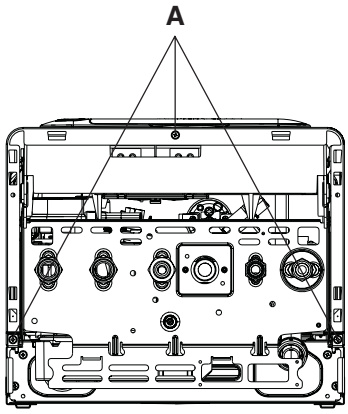

Fig. 15
- locate and unscrew the 3-screws (**A**) that secure the outer casing to the appliance (see fig. 15)
The appliance terminal block is located on the left side of the control fascia (see fig. 15). Locate and remove the screw that secures the terminal block cover.